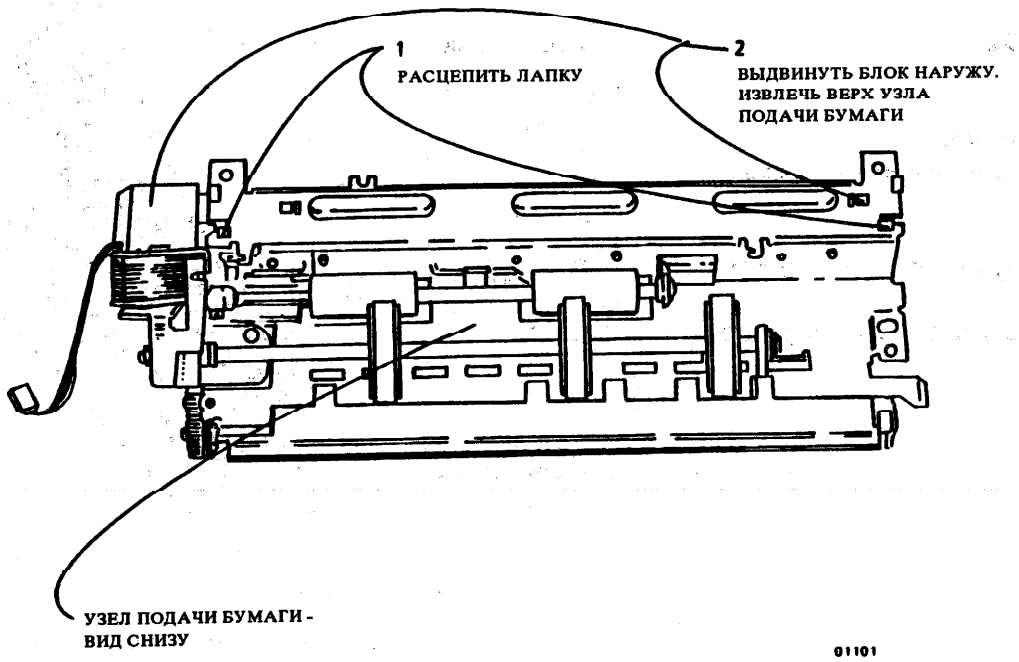

Рис. 1. Снятие блоков коротрона переноса
2. (Рис. 1): Снять нужный блок коротрона переноса.